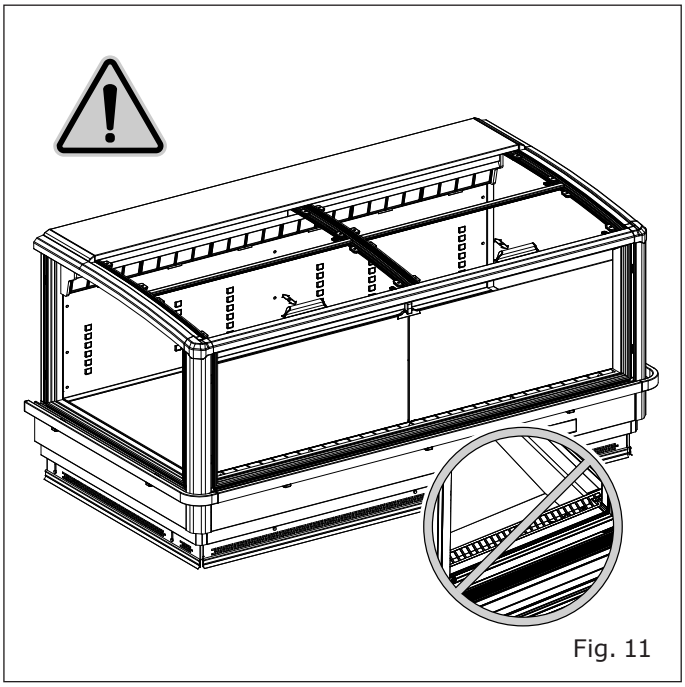

Fig. 11
- A mercadoria não obstrua o correto fluxo do ar refrigerado ("Fig. 11").